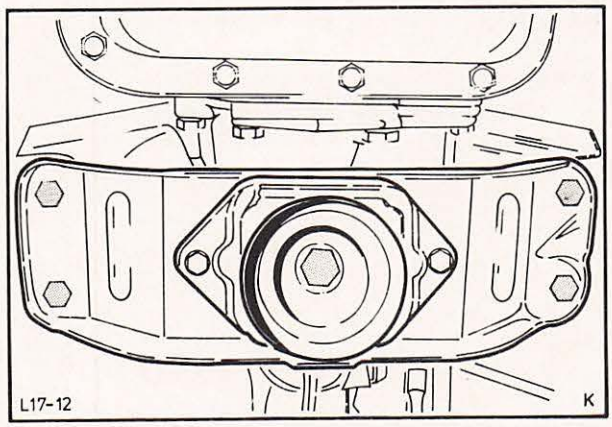

Abb. 27 Getriebetraverse
18. Getriebetraverse an Getriebe und Bodengruppe anbauen. Abb. 27.